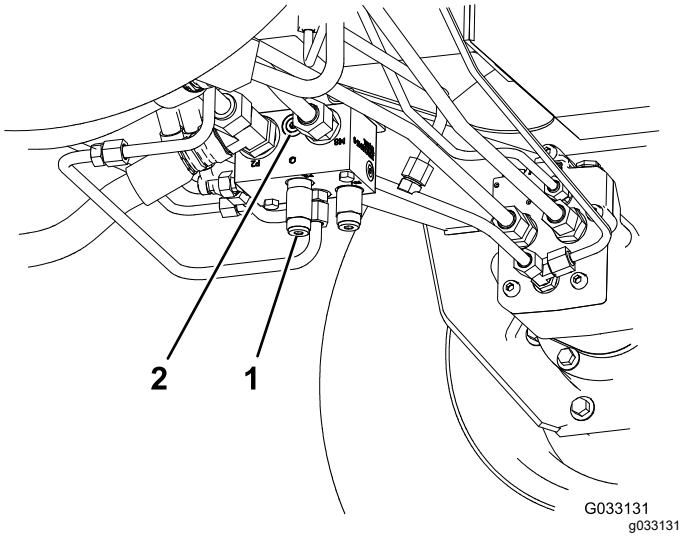

Figura 75
- Peça Toro No. 95-0985, encaixe do acoplador (2)
- Peça Toro No. 340-77, encaixe hidráulico (2)
1. Instale um encaixe de diagnóstico na porta não assinalada que se encontra entre as portas M8 e P2 no coletor da tração traseiro (Figura 75).